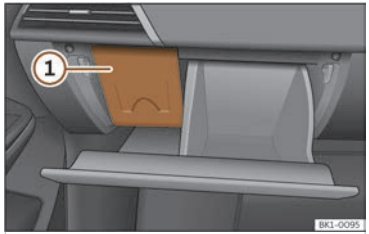

Fig. 180 Right-hand drive vehicles: fuse box cover under the passenger side dash panel.
- Remove the cover from above ››› **Fig. 180** (1).